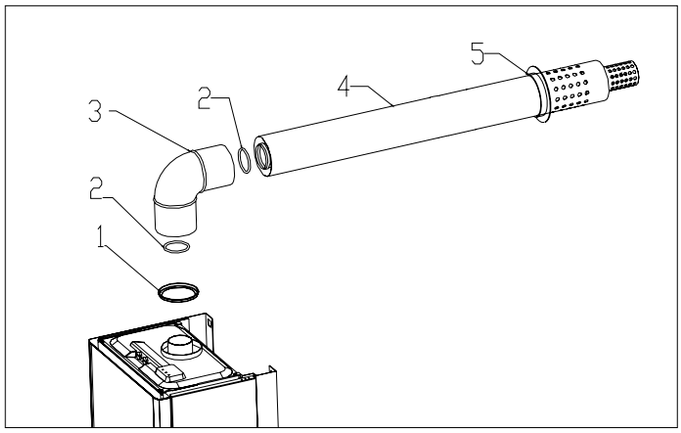

Рисунок 2-8
- Если длина соосной вытяжки составляет менее 1 м, необходимо поместить прокладку ø44 **x** 60 мм (входит в комплект котла с документацией и гарантией) между соосным патрубком и герметичной камерой котла (см. Рисунок 2-8).